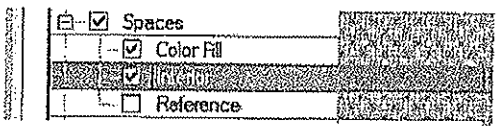

Figure 6–7
5. In the *Model Categories* tab, expand Spaces and select **Interior** as shown in Figure 6–7. The **Reference** option displays the x lines across the space as shown in Figure 6–6.